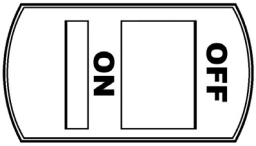

Рис. 27 Выключатель зажигания
6. Включите зажигание, для этого на выключателе зажигания 5 (Рис. 2) нажмите кнопку «ON» (Включено) (Рис. 27).
При возникновении аварийной ситуации, для экстренной остановки двигателя устройства отпустите рычаг включения хода и нажмите на выключателе зажигания кнопку «OFF» (Выключено) (Рис. 27).
5. Нажмите на выключателе зажигания кнопку «OFF» (Выключено) (Рис. 27).